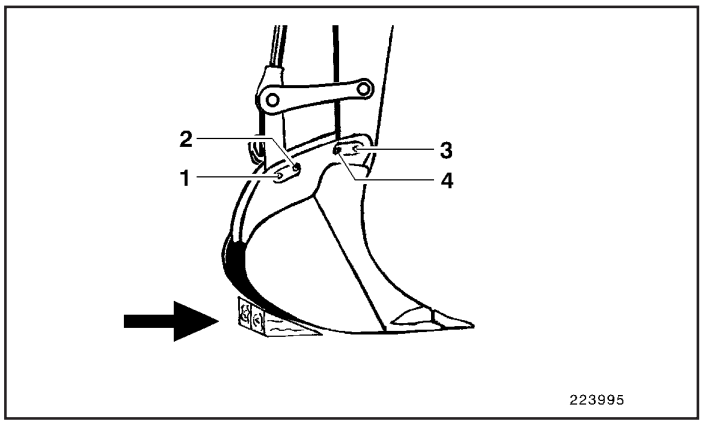

Fig.1
- Coloque calços de segurança sob a caçamba (seta, Fig. 1).